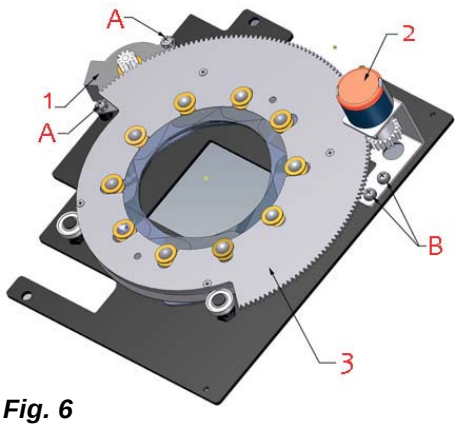

Fig. 6
- Loosen the 2 screws **A** on the motor support and adjust play between the gear and the iris, see ***Fig.6***
- Loosen the 2 screws **B** on the motor support and adjust play between the gear and the iris, see ***Fig.6***